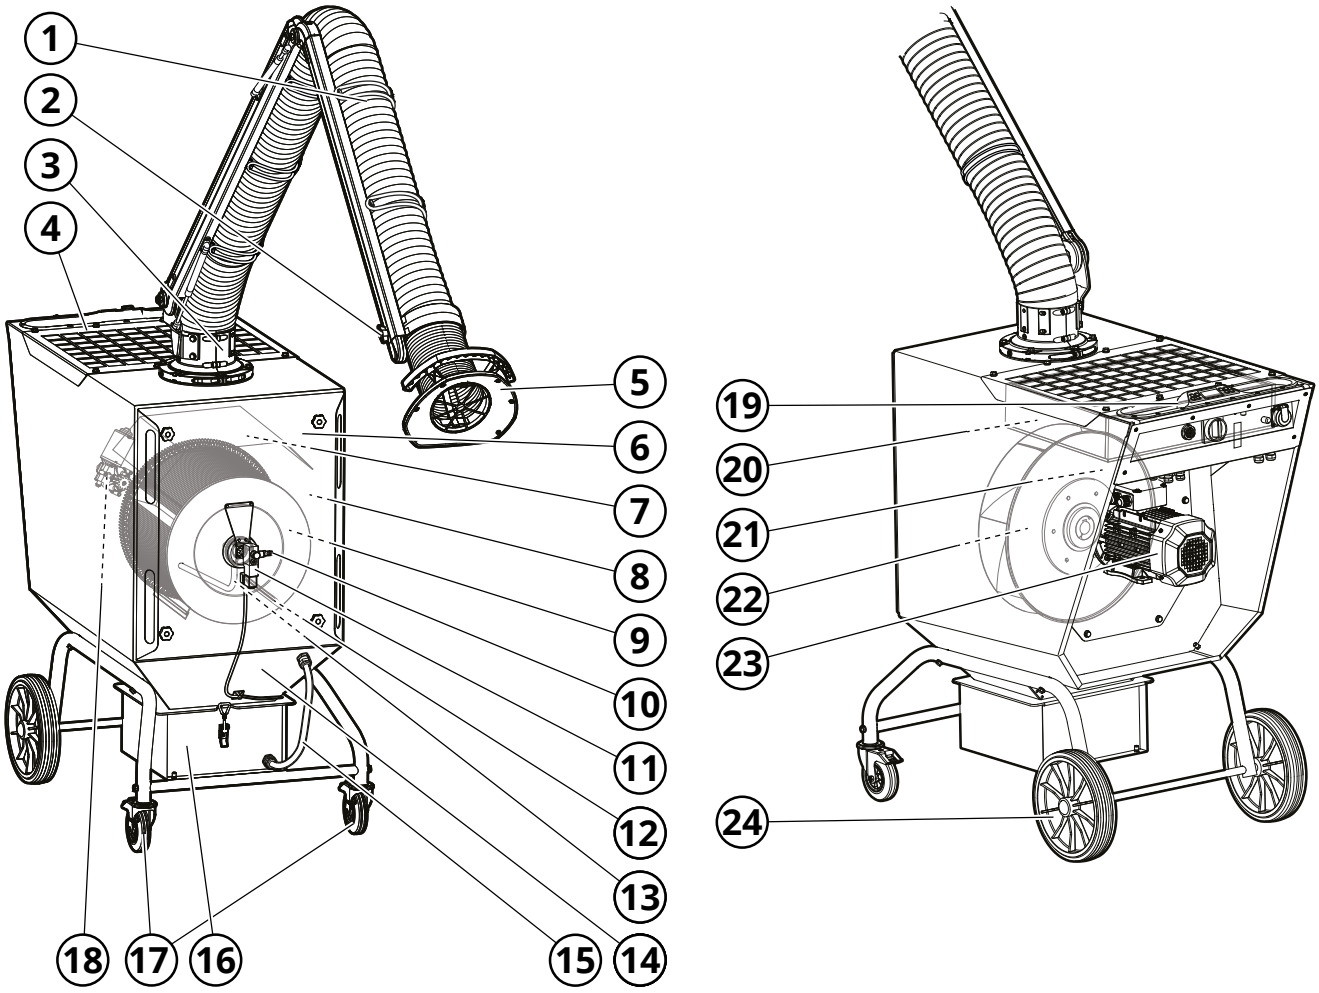

Fig. 2
Voir la **Fig. 2**.
L'air pollué est aspiré via le dispositif d'extraction locale (1, **Fig. 2**) vers le côté sale de la machine (8), où il est nettoyé à travers la cartouche de filtre (9). Le degré de filtration est de ≥ 99 % pour la pollution par poussière et fumée générée par le soudage de l'acier fortement allié, comme par exemple l'acier avec une teneur en chrome et nickel de 30 %. L'air nettoyé est ensuite aspiré par la turbine du ventilateur (22) et éjecté depuis le côté propre de l'unité de filtre (21) à travers la grille de sortie (4).